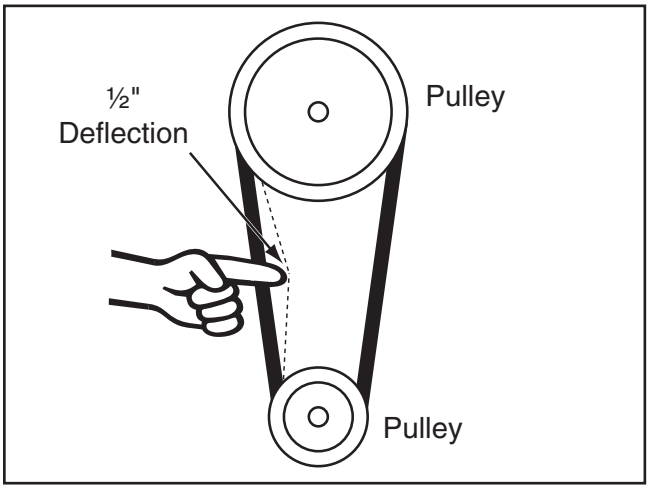

Figure 34. The correct amount of V-belt deflection when properly tensioned.
9. Check V-belt tension by applying moderate pressure on belt with your finger between two pulleys. The proper amount of belt deflection for this machine is approximately ½" (see **Figure 34**).